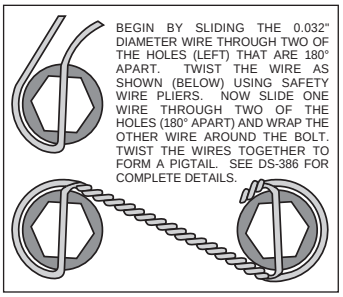

Figure 5. Safety Wire Diagram
•Orient the rotor (13) and the hat (14) as shown in Figure 1 and Photo 8. Attach rotor to hat using bolts (15) and washers (16). Using an alternating sequence, apply red *Loctite*® 271 to the threads, and torque to 155 **in-lbs**. For an added measure of security, the bolts may be safety wired using standard 0.032 inch diameter stainless steel safety wire as shown in Figure 5. Please refer to Wilwood's data sheet DS-386 (available at www.wilwood.com/Pdf/DataSheets/ds386.pdf) for complete safety wire installation instructions.
•Slide the rotor registration adapter (12) onto the register on the axle flange with the smaller O.D. facing toward the rotor/hat (13 and 14), Photo 9.